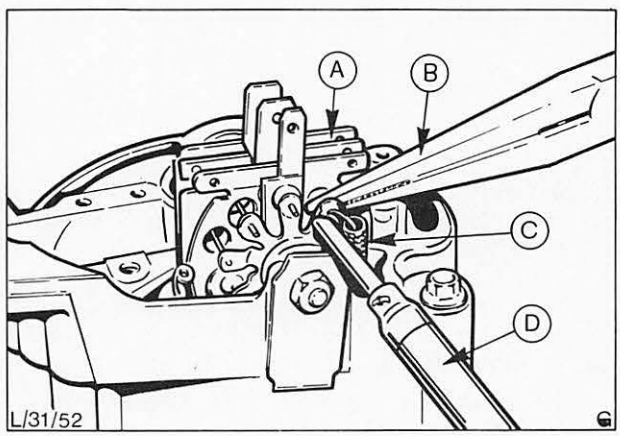

Abb. 44 Ständeranschlüsse vom Diodenträger ablöten
7. Ständeranschlüsse, C in Abb. 44, vom Diodenträger „A" ablöten und Diodenträger nach Entfernen der Haltemutter abbauen. Beim Ablöten der Ständeranschlüsse vom Diodenträger eine Zange „B" zur Hitzeableitung benutzen, damit die Diodenanschlußstifte und somit die Dioden nicht übermäßig erhitzt werden. Ein Überhitzen der Diode kann diese zerstören.